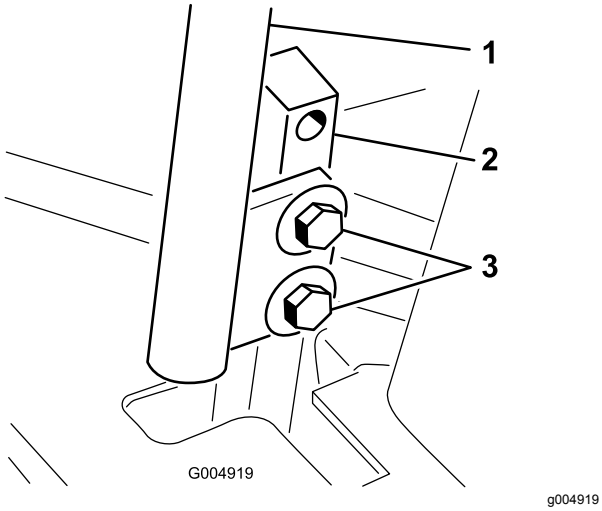

Figur 55
3. Løsne boltene som fester kontrollspakene (Figur 55).